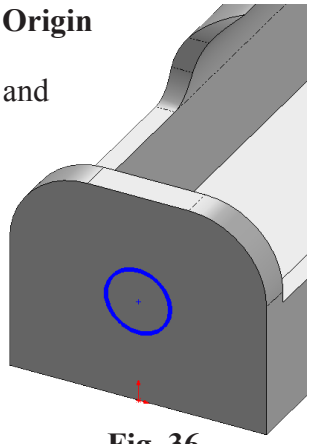

Fig. 36
Step 4. Sketch a circle, **Fig. 36**.